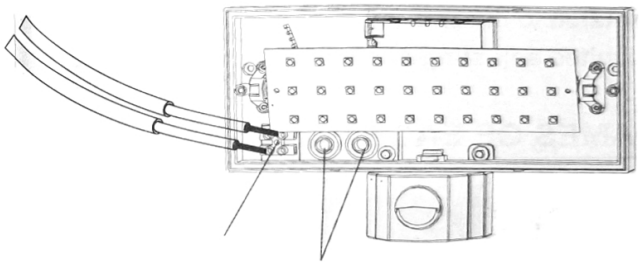

Rys.3.
- Krok 3 Podłącz przewody zasilające do lampy przez przystosowane do tego celu osłony wlotowe wyposażone w specjalne uszczelki, zgodnie z rys.3.